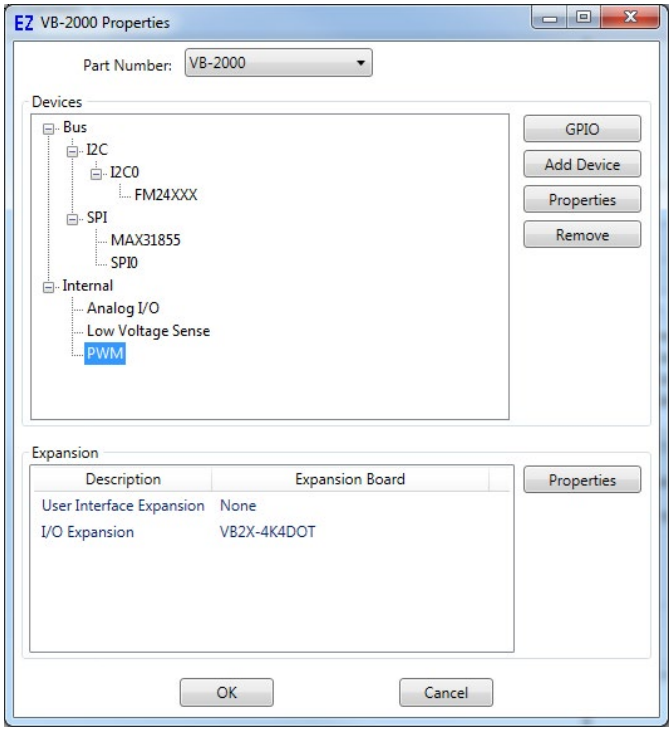

Figure 2-8 - VB-2XXX Properties
3. If PWM is listed under the ***Internal*** heading, then PWM has been installed (for outputs on the VB-2XXX controller). Only the VB2X-4TCDOTAO PWM channels need to be configured. If PWM is listed under ***Internal***, highlight (select) it and click **PROPERTIES**, othewise, click the **ADD DEVICE** button. Refer to Figure 2-8.